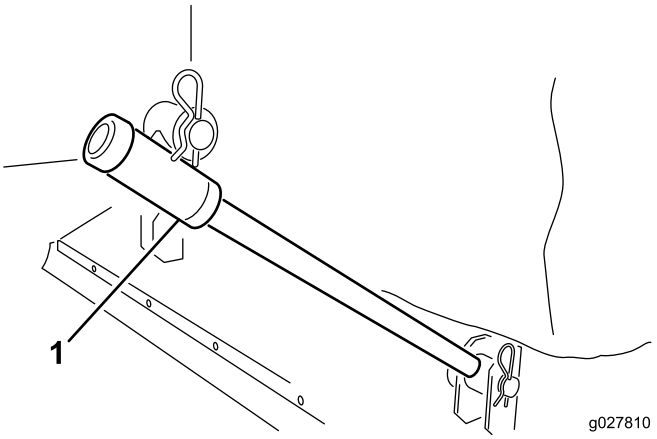

Figur 2
2. Skyv tauestagene inn på rammetappene. Fest hvert tauestag til rammetappen med en skive og en hårnålssplint (Figur 2).